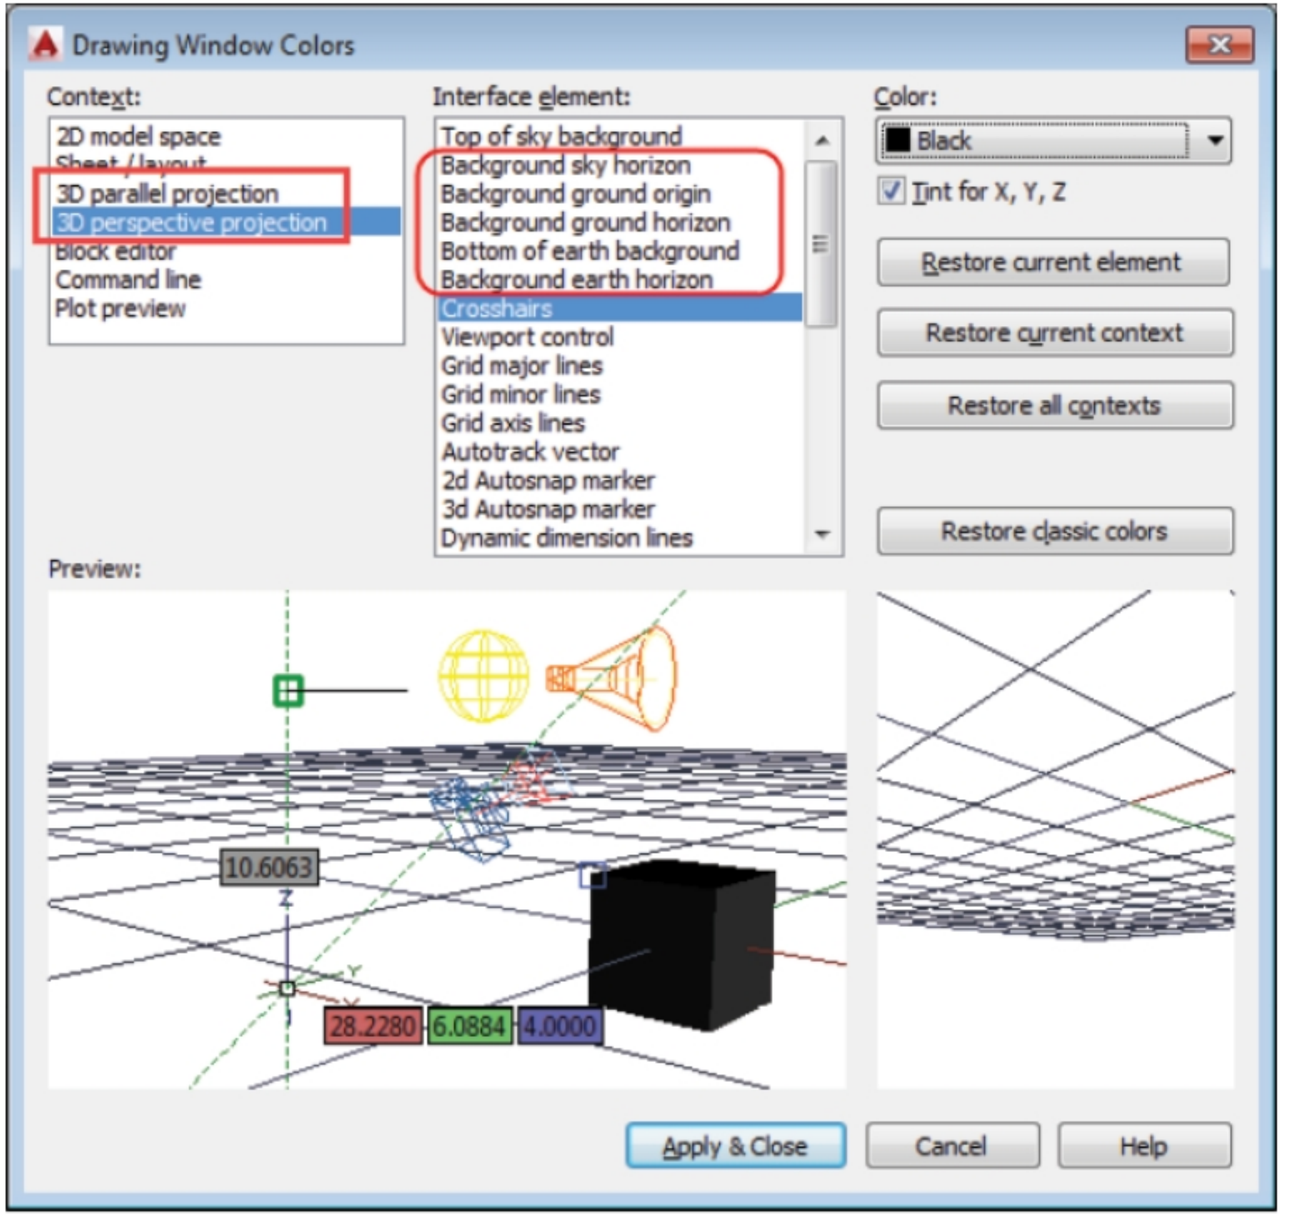

Figure-22. Background options
- Similarly, one by one select the other background options from the **Interface element** box and set their colors to white for options in **Context** box; refer to Figure-22.